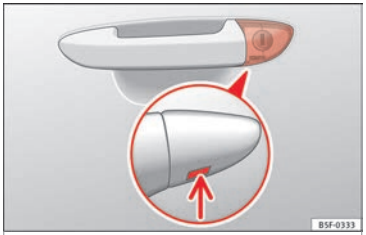

Afb. 3 Portiergreep aan bestuurderzijde: verborgen portierslotcilinder.
- Steek de sleutelbaard in de onderste opening van de klep op de portiergreep aan bestuurderszijde ››› afb. 3 (pijl) en til de klep naar voren toe op.